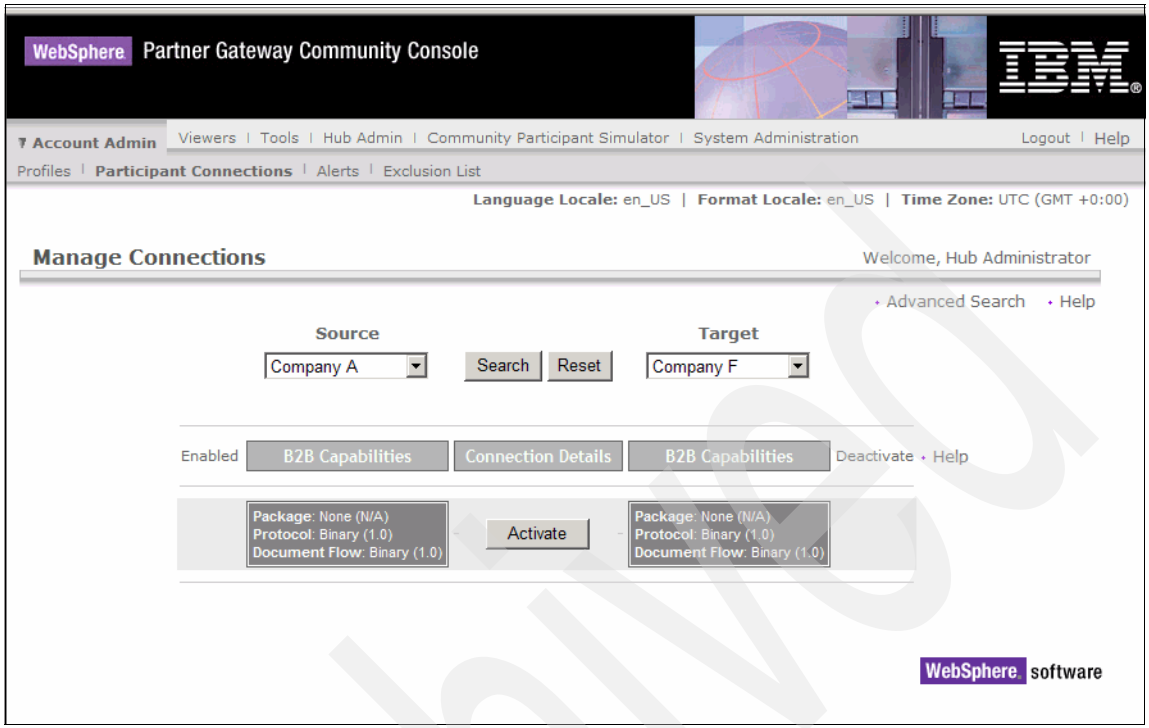

Figure 12-13 Unactivated possible connections between Company A and Company F
2. Select **Company A** as the source and **Company F** as the target. Click **Search** (Figure 12-13 on page 356).